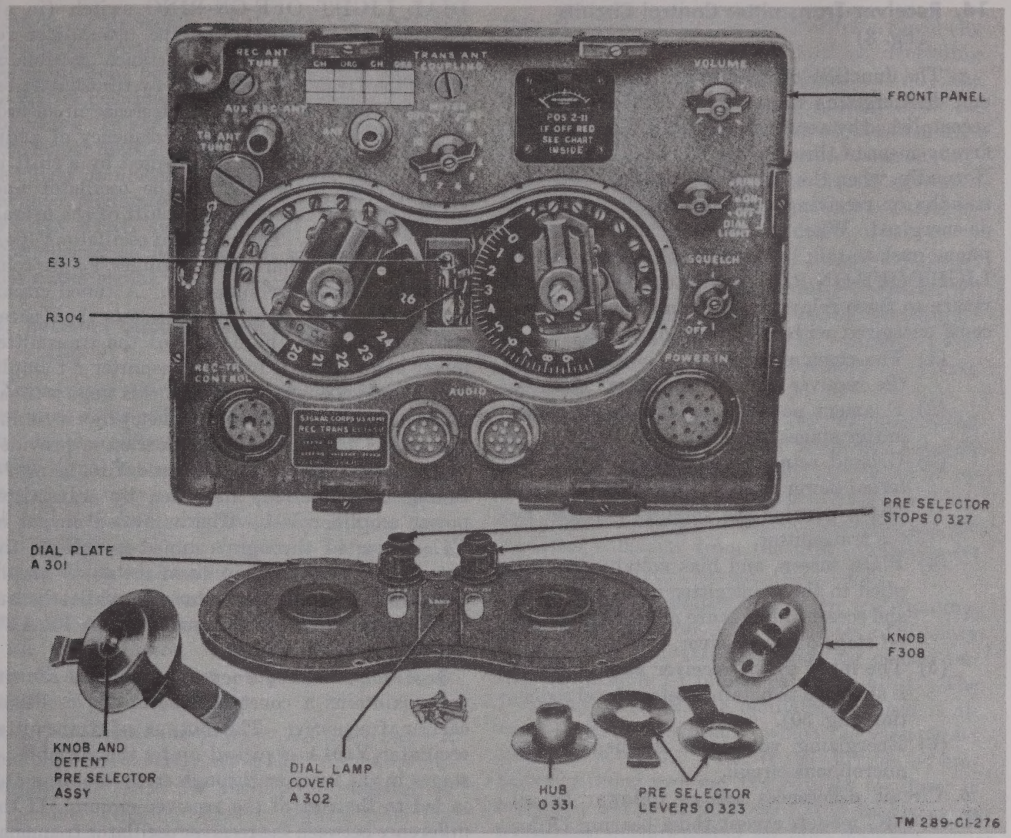

Figure 12. Front panel, dial plate removed and preselector disassembled.
a. General. The receiver-transmitter is tuned to the desired operating frequency by the MCS and TENTH MCS controls (fig. 8). These controls are associated with each other through a dial-drive mechanism mounted on the back of the panel and operate on the decade principle to tune the receiver-transmitter in either 1-mc or 100-kc steps or by continuous variation. The left-hand MCS control tunes the set in 1-mc steps. The dial associated with that control is calibrated in intervals of 1 mc (fig. 12) and the dial numbers read directly in mc. Within each mc range set up by the MCS control, the right-hand TENTH MCS control tunes the set either in steps of 100 kc, corresponding to an individual channel, or continuously. The dial associated with that control is numbered in tenths of megacycle and has subdivision markings at 25-kc intervals (fig. 12). The frequency to which the set is tuned is obtained by taking the number shown in the MCS control window as an integer and the number shown in the TENTH MCS control as a tenths digit. Thus, with the MCS control set to 32 and the TENTH MCS control set to 9, the set is tuned to a frequency of 32.9 mc. The channel number to which the set is tuned is the frequency in mc multiplied by 10. In the above example, the channel number is 329.
e. Adjustment. The dial-drive assembly is a carefully designed and intricate assembly. Internal adjustments should not be made in the field. When difficulties with that mechanism are encountered, the whole unit should be replaced. By removing the knob and the dial plate cover on the front panel of the equipment, the detent screws (fig. 12) may be adjusted to provide proper detent action. This applies to the TENTH MCS control only. The assembly is waterproofed by gasket covers, which screw on to the front panel, and by fittings on the control shaft.
f. Number of Detent Settings. The number of detent settings of the MCS dial for each of the three receiver-transmitters corresponds to the number of 1-mc intervals included in the frequency band covered by that receiver-transmitter, as follows: Receiver-Transmitter RT–66/GRC, 8 detent positions; Receiver-Transmitter RT–67/GRC, 12 detent positions; and Receiver-Transmitter RT–68/GRC, 17 detent positions. Except for the number of detent positions for the MCS control, the differential gears and the detent mechanism built into the dial-drive assembly is standardized for all three sets. The portion of the dial-drive assembly associated with the TENTH MCS control and the number of detent positions (10) for that control are the same for all three sets.
g. Preselection of Detented Channels. A preselecting assembly (fig. 12) is associated with each of the two controls (MCS and TENTH MCS). Each consists of two levers, with serrated faces, which fit over the dial shaft and are held in place by the large screw holding the knob in place. Two stops are provided at the top of the dial cover plate. The two levers can be set at any angle with respect to each other and with respect to the dial by slightly releasing the screw that holds the knob. One lever is painted green and the other red. When the dial is rotated and reaches the preselected channel, the lever hits the stop. Thus the dial can be turned quickly to the preselected channel. The serrations on the levers prevent slippage. This arrangement is useful under operating conditions involving poor visibility or requiring speedy selection of either of two channels. The stop arrangement can be released and the dial permitted to rotate past the stop point by lifting and turning the stops.